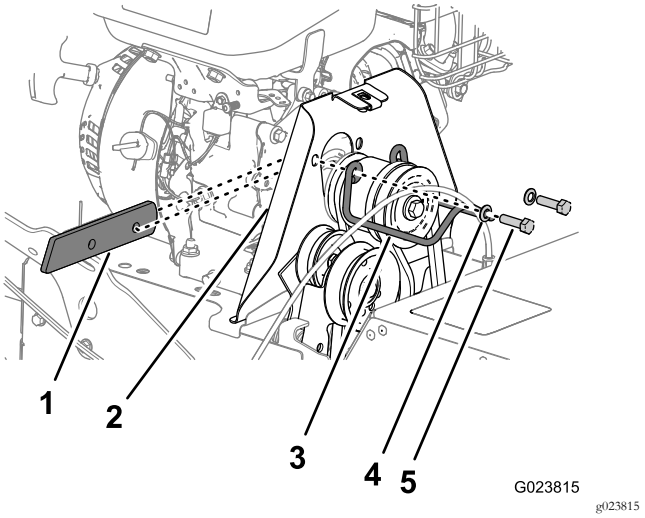

Figur 39
2. Fjern de to bolte og to spændeskiver, der fastgør remstyret til maskinen, og fjern remstyret og afstandsbøsningen (Figur 39).
4. Ret afstandsbøsningen ind mellem motoren og remskiven, og ret hullerne ind på afstandsbøsningen, motoren og afskærmningen (Figur 39).
5. Fastgør remskivestyret på maskinen med de bolte og spændeskiver (Figur 39), du fjernede i trin 2 i Afmontering af kostens drivrem (side 26).